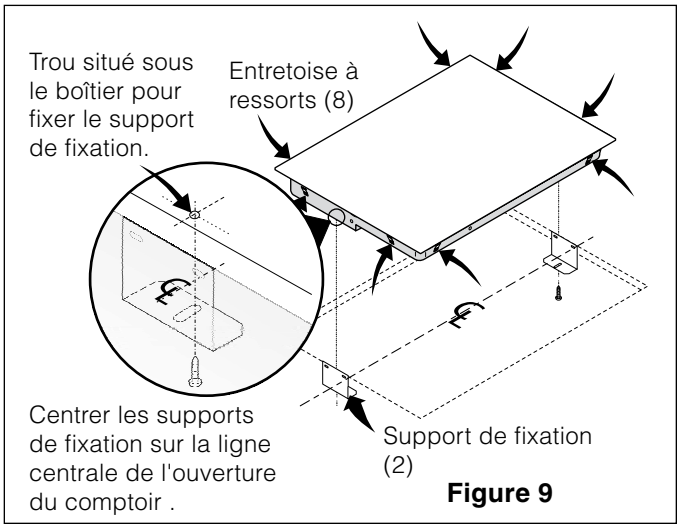

Figure 9
⚠AVERTISSEMENT N'enlevez pas les entretoises à ressors sur les rebords de l'appareil. Ces entretoises centrent l'appareil dans l'espace fourni à cet effet. L'appareil doit être centré pour empêcher l'accumulation d'excès de chaleur pouvant entraîner des dommages par la chaleur ou le feu (voir Figure 9).
4. Fixez l'appareil au support de fixation en utilisant les vis fournies (voir Figure 9).